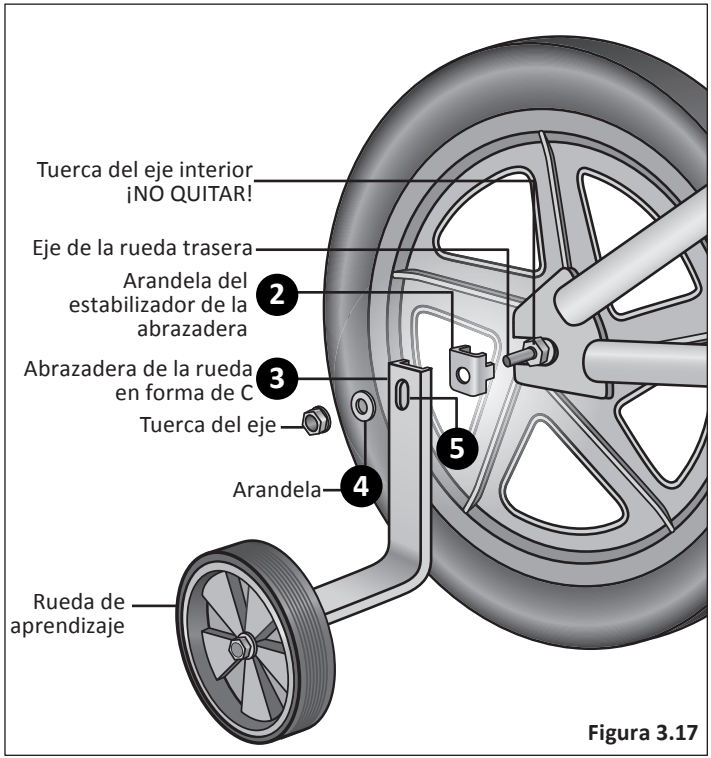

Figura 3.17
1. Quite la tuerca y la arandela externas del eje de la rueda trasera **Figura 3.17**